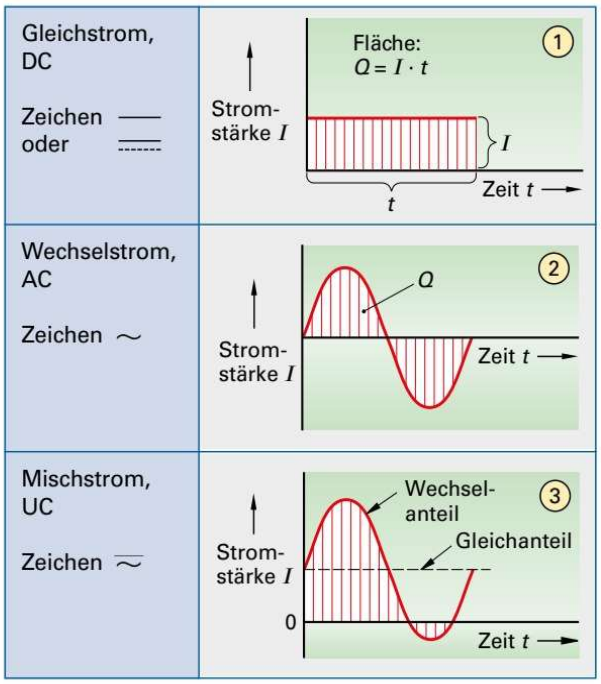

Bild 1: Stromarten
Bei *Gleichstrom* bleibt der Strom bei gleicher Spannung und konstantem Widerstand konstant **(Bild 1, oben)**. Die Elektronen fließen im Verbraucher entgegen der technischen Stromrichtung vom Minuspol zum Pluspol. Das Kurzzeichen für *Gleichstrom* ist *DC* (von *Direct Current* = Einrichtungsstrom).
Kurzzeichen für Wechselstrom ist *AC* (von *Alternating Current* = wechselnder Strom, Bild 1, Mitte).
Mischstrom entsteht durch die Addition (Überlagerung) von Gleichstrom und Wechselstrom. Wird der Gleichstrom ① zu dem Wechselstrom ② addiert, so erhält man den Stromverlauf ③ Bild 1.